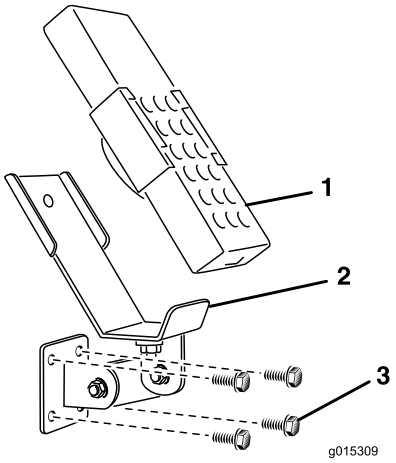
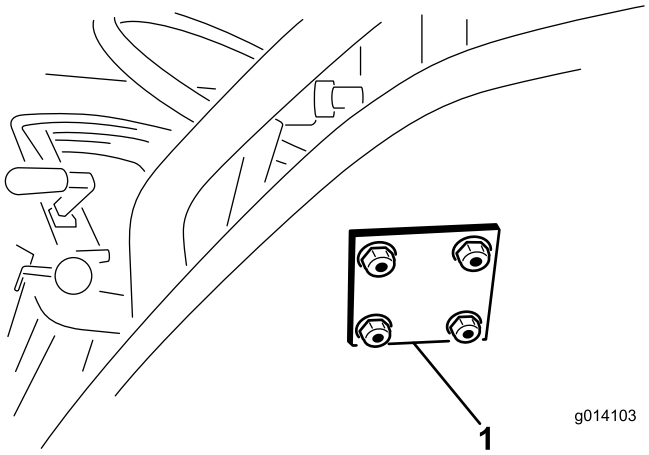

Figuur 12
Figuur 13
4. Bevestig de montagebeugel en de steunplaat met vier flenskopbouten en flensborgmoeren van 5/16 x 1–1/2 inch (Figuur 12 en Figuur 13).